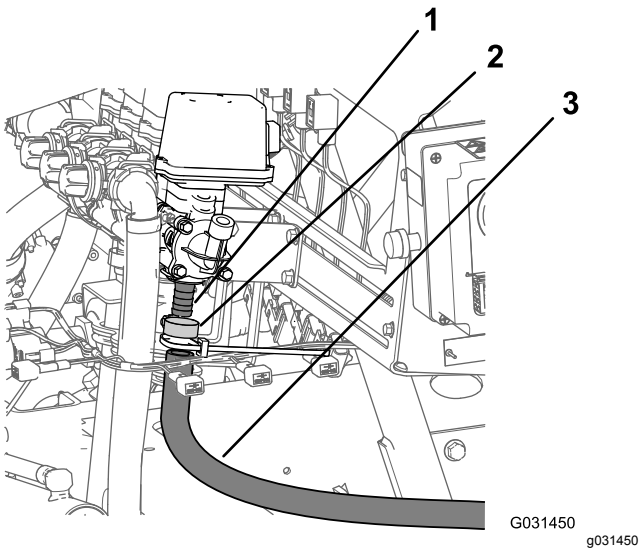

Figur 18
4. Ta bort slangklämman som håller fast slangvindans inloppsslang på tryckregleringsventilens hullingförsedda koppling (Figur 18).
5. Ta bort inloppsslangen från slangvindans ventil (Figur 18).